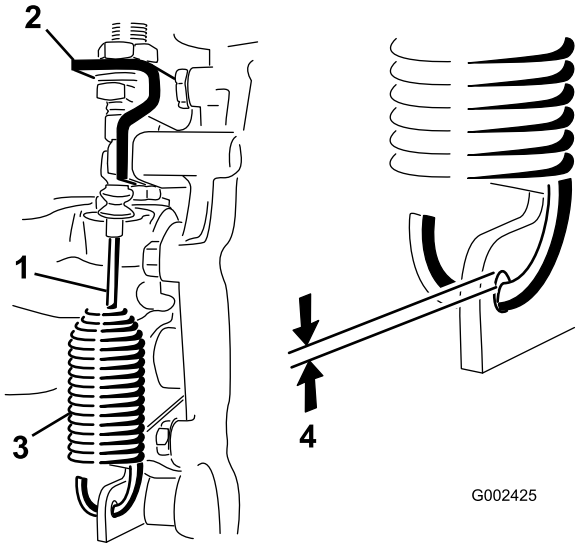

**Figur 53**
2. Løsn de kontramøtrikker, der fastgør differentialelåsens kabel til beslaget på gearkassen (Figur 53).